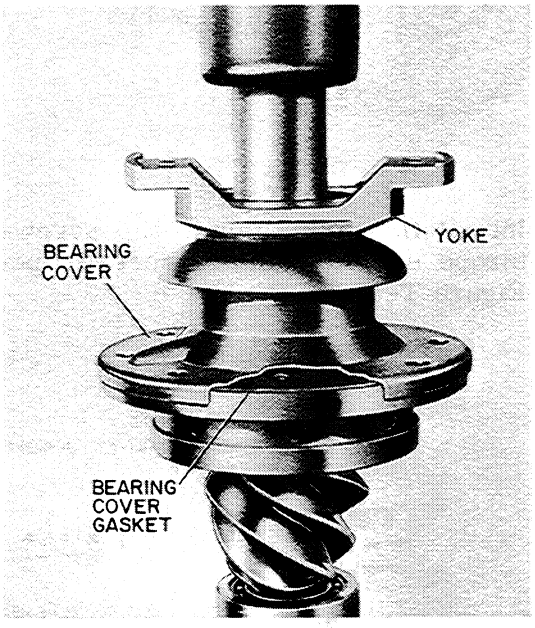

Figure T-56
8. Now install a new gasket on the bearing cover, Figure T-56.
9. Install the bearing cover and yoke onto the pinion shaft, Figure T-56. Then install the pinion shaft washer and nut.